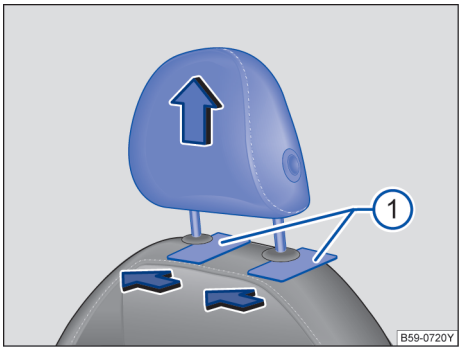

图 84 拆卸和安装前排头枕
– 松开头枕时，一人用一扁平器具（例如，塑料卡片）插入靠背套与头枕导杆护套之间→图 84①，同时另一人将头枕完全拔出。